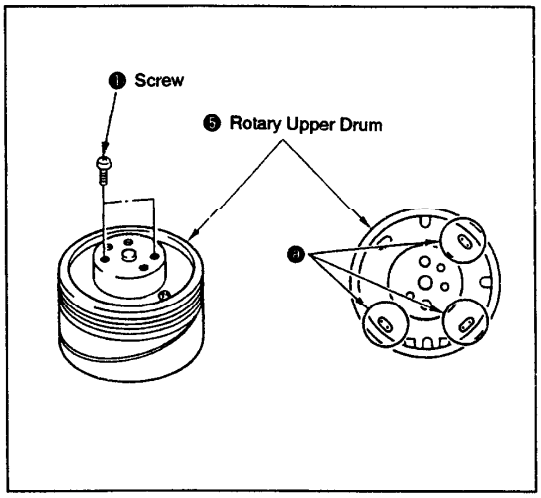
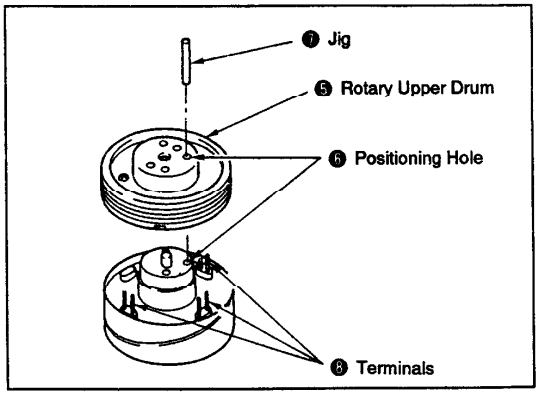

Fig. 3-22.
Fig. 3-24.
1) Detach the six solderings ❻, then use a pair of tweezers or the like to confirm that the terminals passing through the board holes from below can move freely.
2) Remove the two screws ❶ (See Fig. 3-22).
1) Wipe clean the flange surface and the rotary upper drum ❺ surface that makes contact with it, and confirm that they are free from dirt and scratches.
2) Insert the jig ❼ (Ref. No. J-7) into the drum positioning hole, then set the rotary upper drum ❺ by passing the jig through its positioning hole ❻.
Note: Confirm that the terminals ❽ protrude slightly from the rotary upper drum board holes (See Fig. 3-24).
3) Remove the jig ❼ and push down the rotary upper drum ❺ gently by hand. If it does not go all the way down, secure it temporarily by tightening the two hexagon socket screws ❶ alternately.
4) Insert the jig ❼ into the positioning hole ❻ again and confirm that it goes in smoothly. If it does not, loosen the two screws ❶, repeat step 3 of the Removal paragraph and restart the setting procedure.
5) Tighten the screws ❶.
6) Solder the terminals ❽ (❷ in Fig. 3-22).